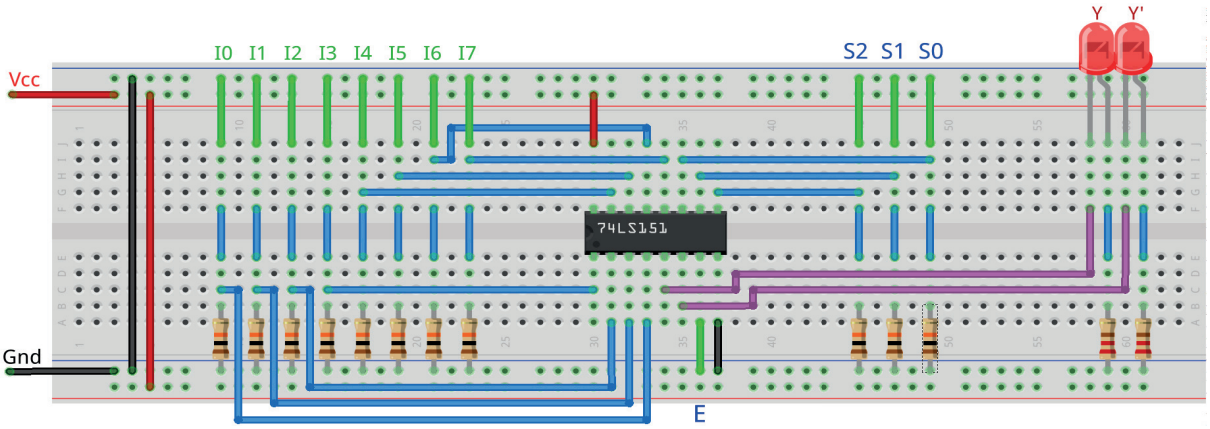

Figura 8.7 – Disposição dos componentes na placa de montagem.
1. Monte o circuito na placa de montagem, conforme figura 8.7.